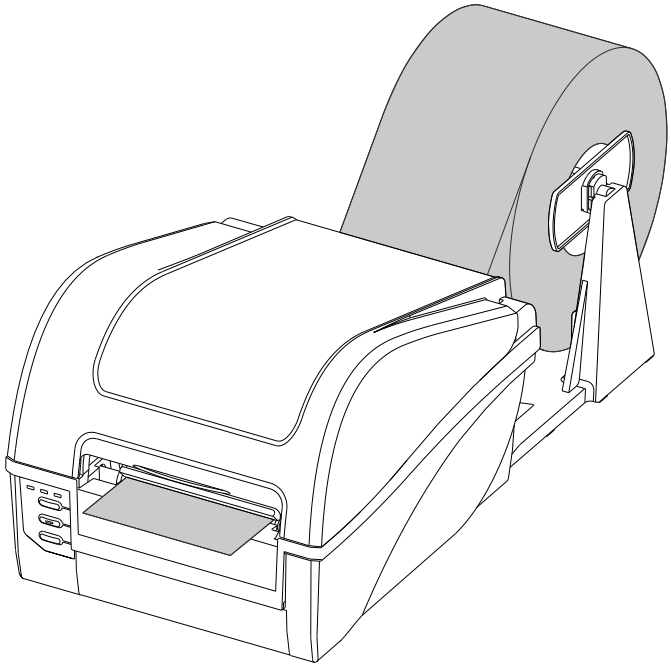

Figure 2-19 Media loaded
8. Press the Printhead Module downward until you hear a "click", which indicates the module have locked into place, then close the top cover. See Figure 2-19.